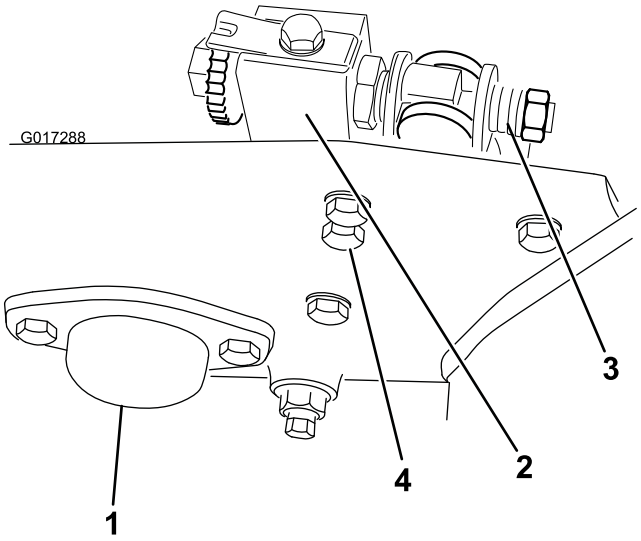

Figur 3
5. Fjern de to hodeskruene og låsemutterne som fester endedekslet til venstre spolelagerhus og sideplaten til maskinen. Fjern og ta vare på endedekslet og monteringsskruene for bruk hvis trimmeren skal fjernes (Figur 3).
6. Med en 7/8 tommes standardnøkkel, løsne fjærspenningsskruene på høyre og venstre motstangsjusteringer (Figur 3). Skru ut skruene til trykkskivene ikke lenger er i spenn mot motstangen.
7. Fjern de to hodeskruene og skivene som fester venstre motstangsjusteringsramme til sideplaten (Figur 3).